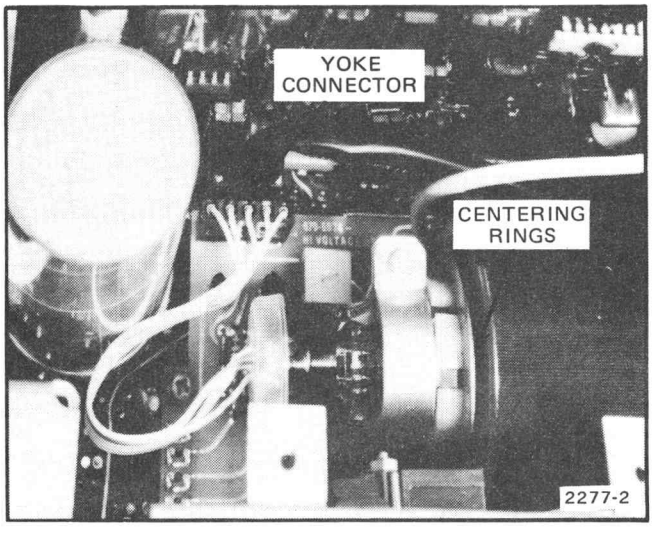

Fig. 3-7. Yoke connector, P1690, and spot centering rings.
c. ADJUST--Centering Rings for centered spot. Refer to Fig. 3-7.